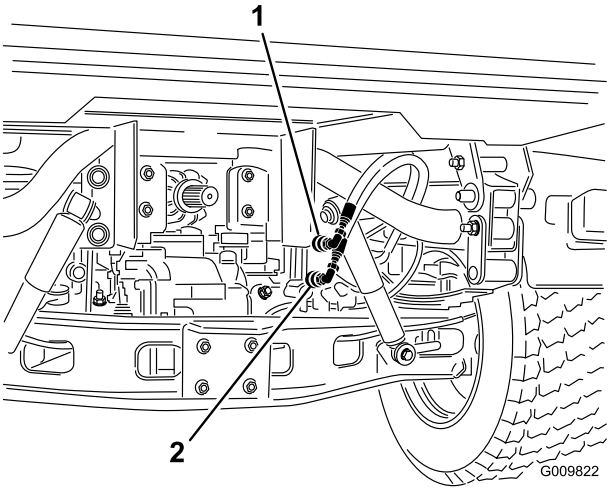

Figur 16
2. På køretøjer med serienumre 240000001 og opefter skal du frakoble de to løftecylinderslanger fra slangerne, der er fastgjort til koblingsbeslaget (Figur 16). Sæt dækslerne i cylinderslangens lynkoblinger.